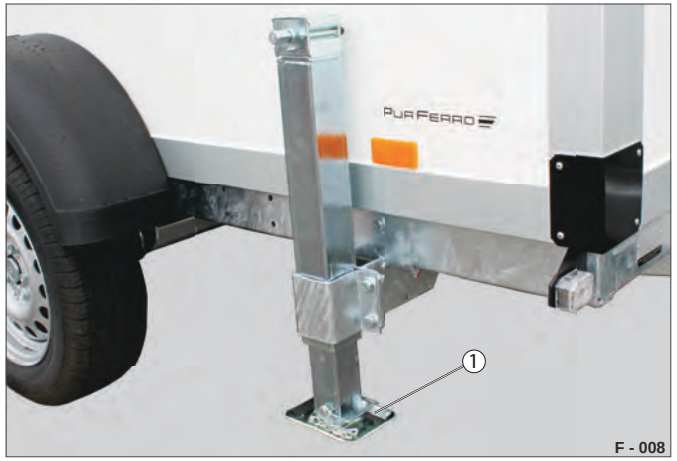

Fig. 31 Kørestilling
▶ Drej den justerbare fod (Fig. 31 /1) helt opad.